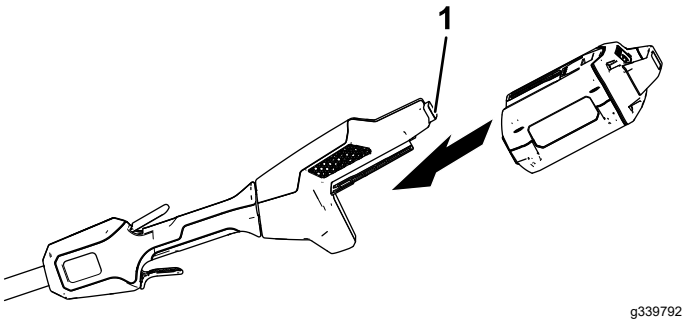

Figure 10
2. Alignez le creux de la batterie sur la languette du corps de la poignée (Figure 10).
3. Poussez la batterie dans le manche jusqu'à ce qu'elle s'enclenche dans le verrou (Figure 10).